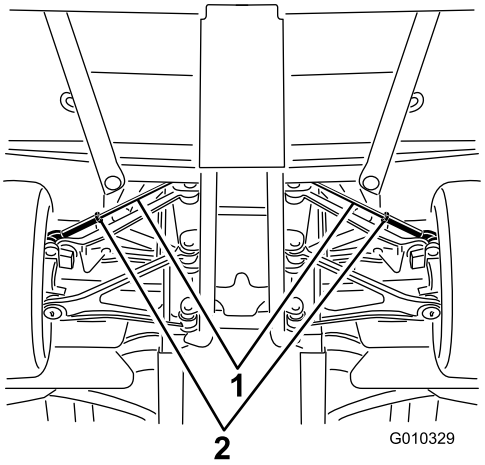

Figur 57
A. Løsn kontramøtrikken midt på forbindelsesstangen (Figur 57).